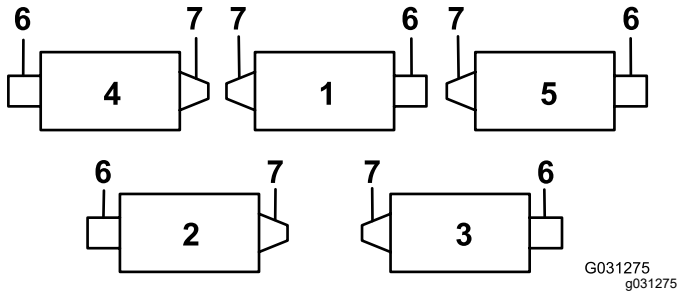
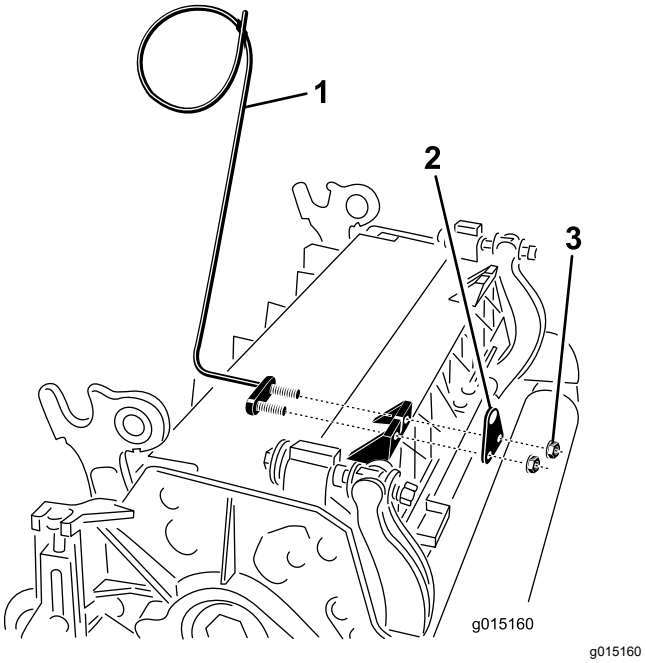
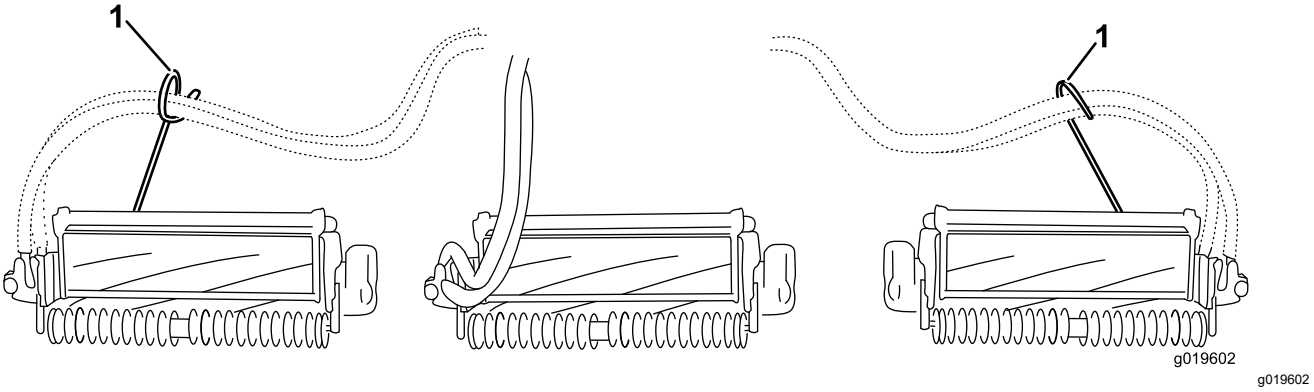

**Figur 6**
**Figur 7**
**Figur 8**
7. Använd stångbeslagets fästmuttrar när du monterar slangstyrningen längst fram på klippenhetens flikar på den fjärde (vänster fram) och femte (höger fram) klippenheten. Slangstyrningen ska lutas mot klippenheten i mitten (Figur 6, Figur 7, Figur 8).